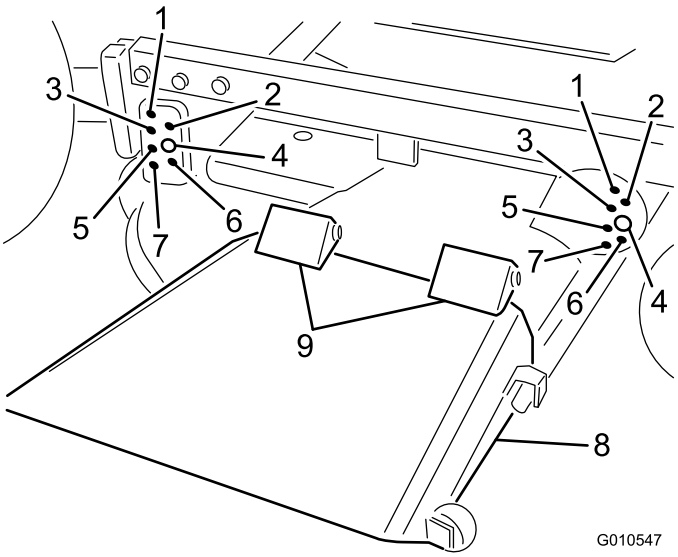

Figuur 9
7. Laat het draagframe neer en plaats 4 gaffelpennen (op de gewenste maaihoogte) door de openingen van de maaihoogtebeugel en de framebeugels. Bevestig alle 4 pennen met R-pennen (Figuur 9).